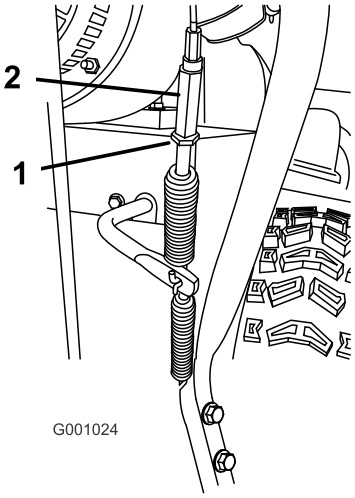

Figur 37
1. Lossa kontramuttern (Figur 37).
2. Lossa eller dra åt spännmuttern som reglerar kabelanspänningen (Figur 37).